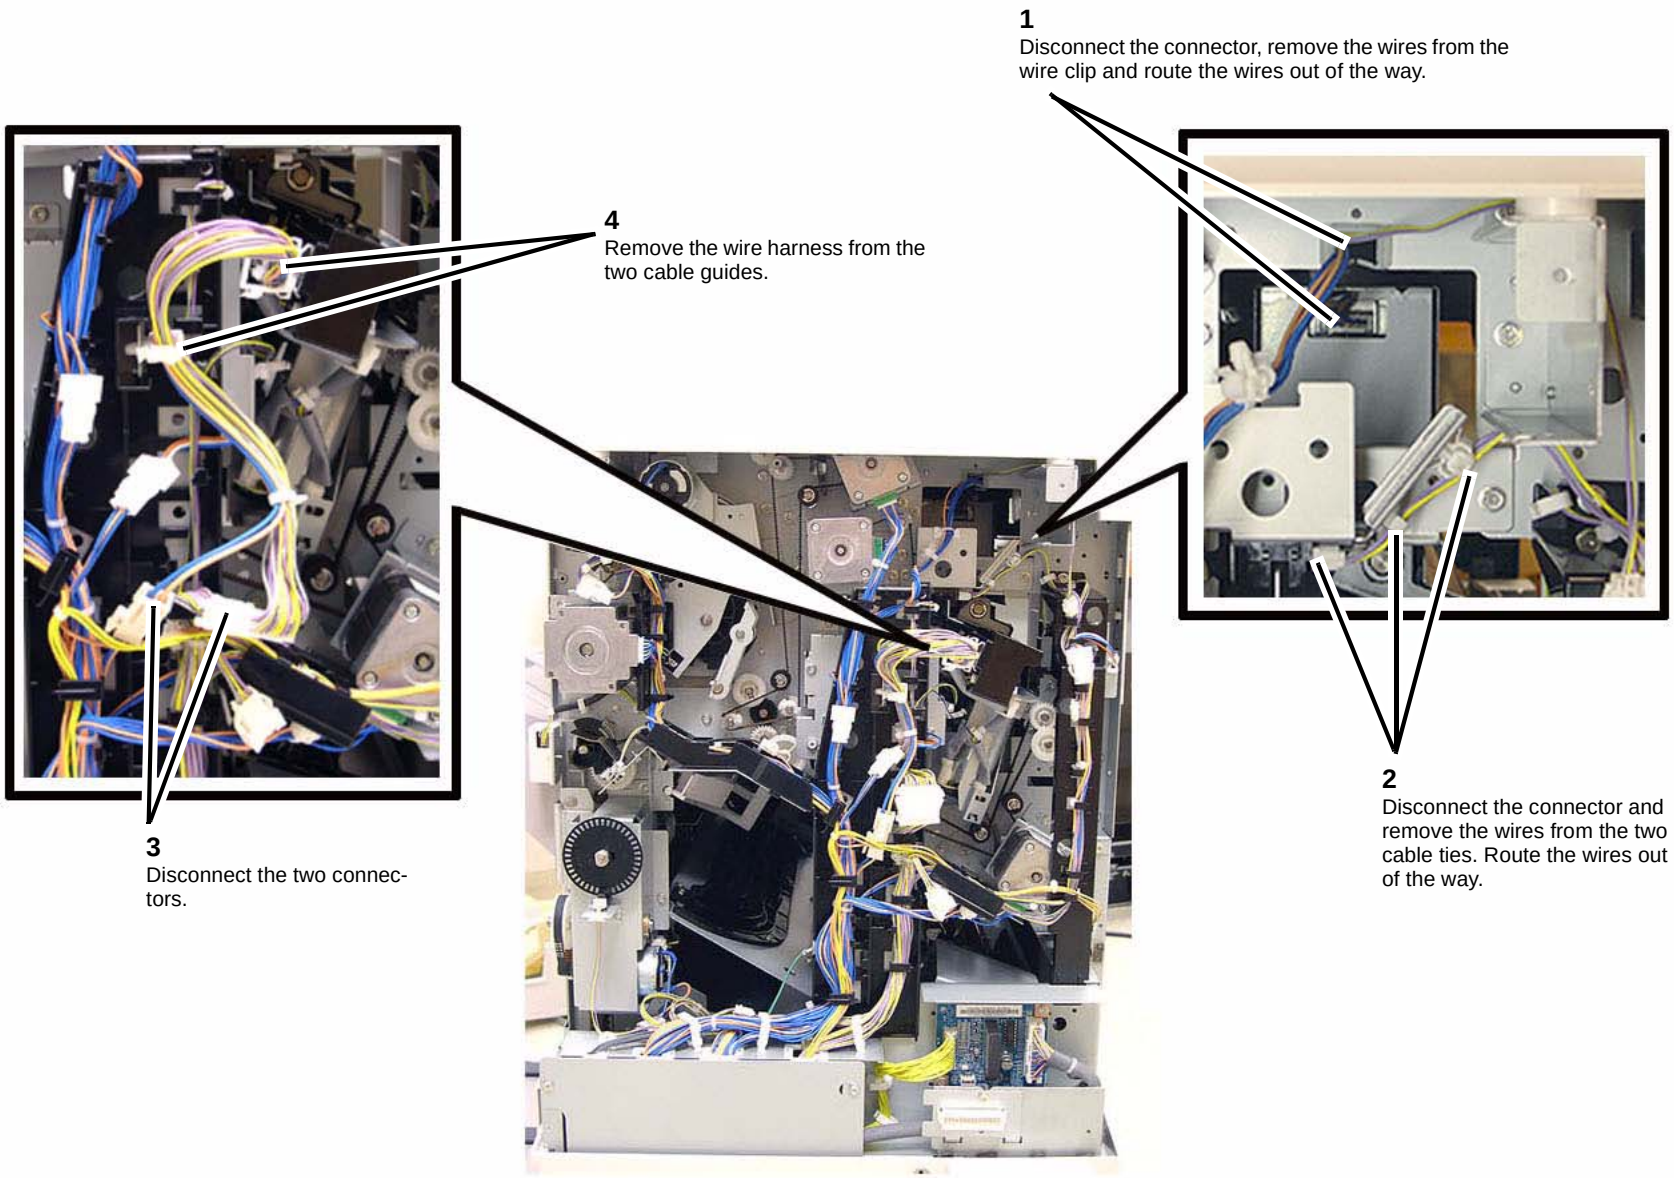

Figure 2 Disconnecting the connectors
6. Disconnect the connectors (Figure 2).